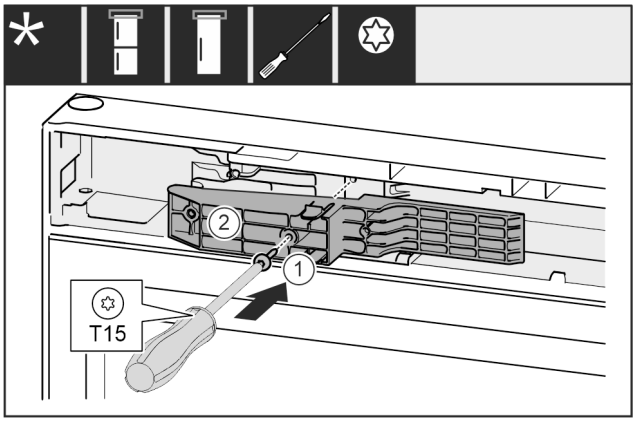

*Fig. 70 **
- ▶ Adaptér *Fig. 70 (1)* na straně rukojeti vložte do výklenku.*
- ▶ Šroubovákem šroub *Fig. 70 (2)* pevně utáhněte.*